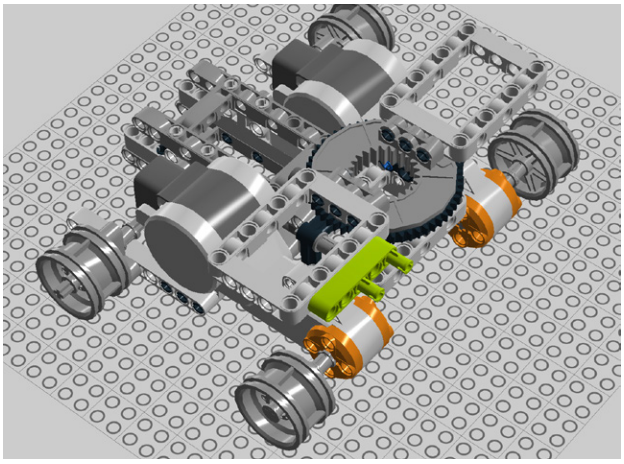

Figure 7-51. *Step 44: Connecting a beam with pegs*
44. Connect a 5M beam to one of the Technic frames with two 3M connector pegs (Figure 7-51).